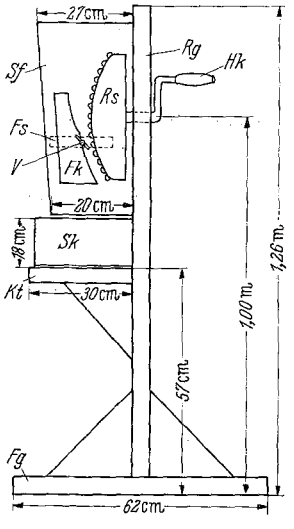

Abb. 1. Sonnenblumen-Rebbler (Seitenansicht).
Wie die Skizze (Abb. 1) zeigt, besteht das *Gestell* (Rg) dieses Sonnenblumenrebblers aus einer kräftigen hölzernen Rückenwand (1,26 m hoch, 42 cm breit, 6 cm stark), welche in ein hölzernes Fußgestell fest eingefugt und seitlich abgestützt ist. Die eigentliche Entkörnungsvorrichtung besteht aus einer rotierenden *Rebblerscheibe* (RS), die sowohl mit der Hand als auch maschinell angetrieben werden kann. Zweifellos läßt sie sich auch mit Hilfe eines einfachen Fußantriebes nach Art der bekannten Scherenschleifmaschine in Gang setzen.